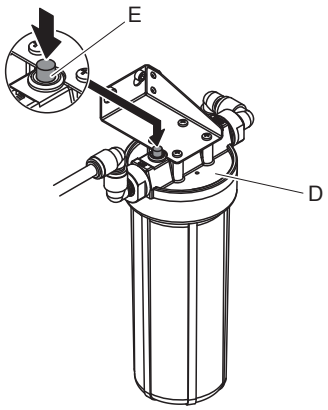

Fig. 15: Venting the sterile filter
- Perform a manual flushing cycle (see *Section 4.4.4*). As soon as an acoustic noise is audible from the water flow press the red venting knob "E" on top of the filter housing cover "D" (see *Fig. 15*) until water (without air) is pouring out.